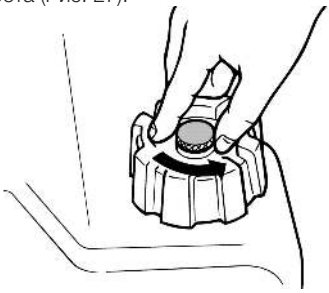

Рис. 27 Воздушный винт
2. Открутите воздушный винт на крышке внешнего топливного бака на 1-2 оборота (Рис. 27).